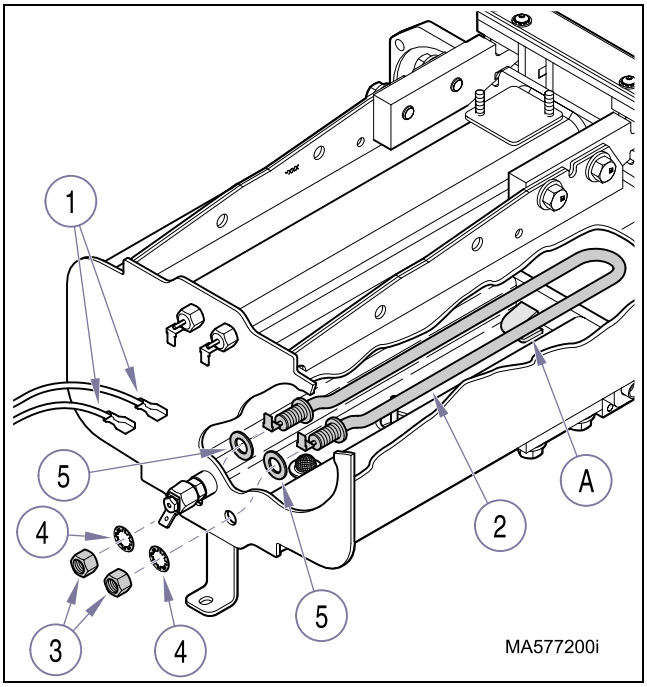

Figure 4-31. Lower (Steam) Heating Element
(1) Unplug Sterilizer from outlet.
(2) Open door and remove all trays and tray rack (refer to para 4.6).
(3) Using a sponge or equivalent, remove any water left in lower trough.
(4) Remove back panel (refer to para 4.2).
(5) Tag electrical leads (1, Figure 4-31) for later installation then, disconnect leads from terminals of heating element (2).
The heating element (2, Figure 4-31) is slightly bent on ends near electrical connections. When installing into holes in back of chamber, these bends must be sloped upward.
(1) Install heater gaskets (5, Figure 4-31) on ends of heating element (2) and install element in chamber trough threading terminal ends of element thru back holes in chamber.
(2) Place washers (4) in position on ends of heating element (2).